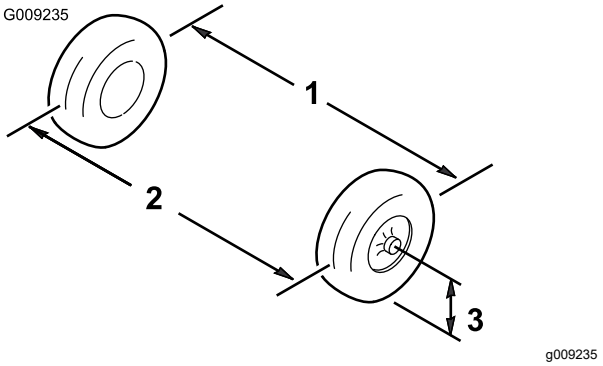

Figura 43
2. Mida la distancia entre los neumáticos delanteros a la altura del eje, en la parte delantera y trasera de las ruedas (Figura 43).